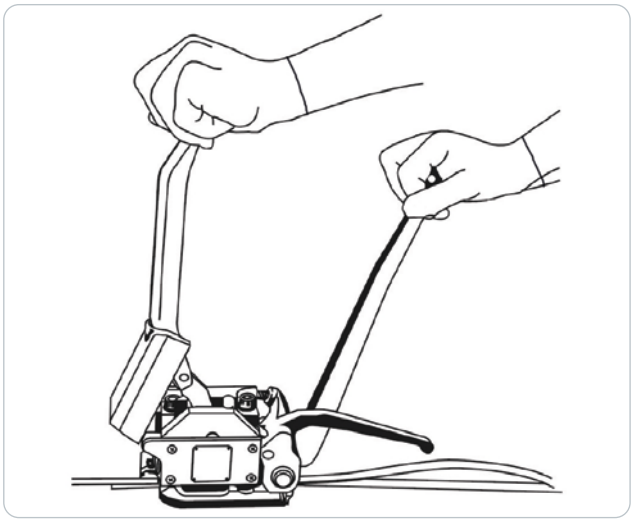

Figura 4
6. Perfurar a fita com a alavanca de perfuração, movendo-a para a frente até ao limite. A mão direita segura firmemente o dispositivo e fornece a contra-força necessária (figura 4).